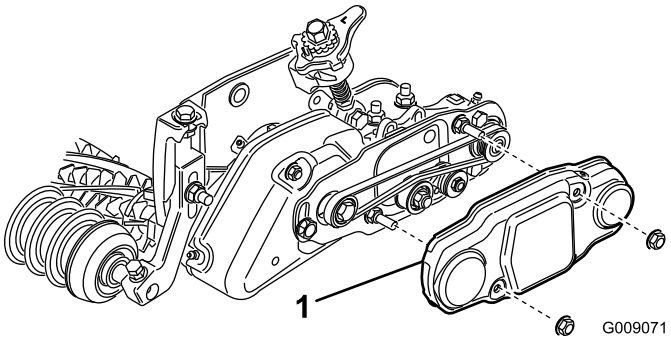

図 34
48. ベルトカバーを取り付けボルトに取り付けてフランジナット2個で固定する図 34。